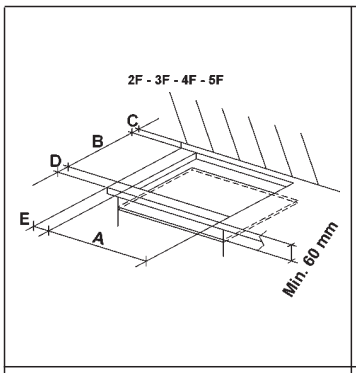

FIG. 7
In blatul mobilei se va decupa o deschidere de dimensiunile indicate in fig. 7, avand grija sa se respecte distantele critice intre blat, peretele lateral, peretele din spate si cel superior (fig. 7 si 8).
- în timpul pregătirii mâncării, când se degajă multă căldură, pentru a evita atingerea accidentală dintre fundul plitei şi blat, este necesar să fixaţi cu şuruburi un distanţier din lemn, care să asigure o distanţă de minim 60 mm între acestea (a se vedea fig. 7).
- În timpul pregătirii mâncării, când se degajă multă căldură, pentru a evita atingerea accidentală dintre fundul plitei şi blat, este necesar să fixaţi cu şuruburi un distanţier din lemn, care să asigure o distanţă de minim 60 mm între acestea (a se vedea fig. 7).